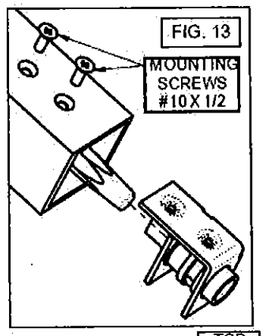

FIG. 13
12. Insert bottom bolt (Fig. 13) guide with the plastic guide towards the bottom. And secure with two 10-32x1/2" flat head machine screws. The bottom screw will lock the bottom bolt adjustment, leave this screw loose until final adjustment.